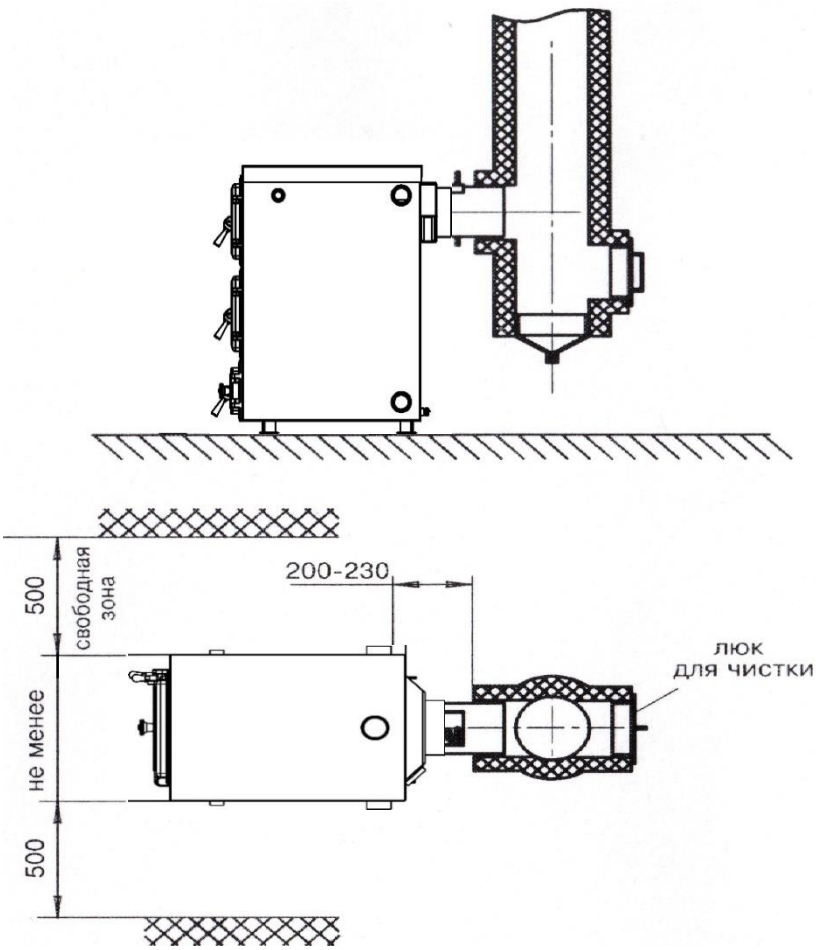

Рис. 2 Схема установки котла
5.1.2. Перед установкой котла на сгораемые конструкции здания под котлом и перед его фронтом на 500 мм необходима прокладка стальных листов толщиной 0,6 - 1,0 мм по асбестовому или базальтовому картону, толщиной 3-5 мм. Схема установки котла показана на рис. 2.